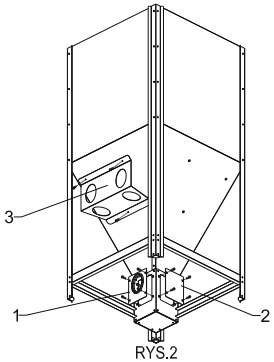

RYS.2
1. ODKRĘCIĆ OBIE ZAŚLEPKI REWIZYJNE (1) i (2) W DOLNEJ CZĘŚCI ZBIORNIKA ORAZ BLACHĘ PODTRZYMUJĄCĄ RURĘ I OBUDOWĘ STEROWANIA (3) (RYS.2)